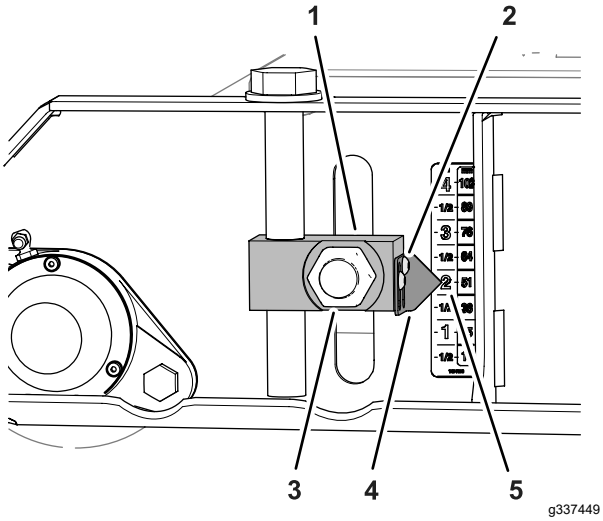
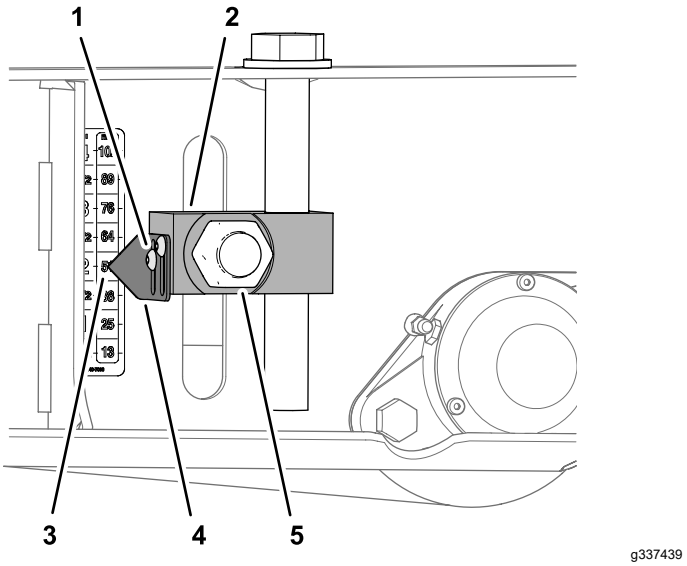

Figuur 82
Figuur 84
3. Maak de 2 inbusschroeven los waarmee de wijzer van de maaihoogteregelaar is bevestigd, lijn de wijzer uit met de 51 mm-markering op de sticker en draai de schroeven vast (Figuur 82).
6. Maak de 2 inbusschroeven los waarmee de 2 wijzers van de maaihoogteregelaar zijn bevestigd, lijn de wijzers uit met de 51 mm-markering op de sticker en draai de schroeven vast (Figuur 84).
7. Draai de 4 moeren vast waarmee de 4 maaihoogteregelaars voor de voor- en achterrol zijn bevestigd (Figuur 82 en Figuur 84) met een torsie van 322 tot 396 N·m.